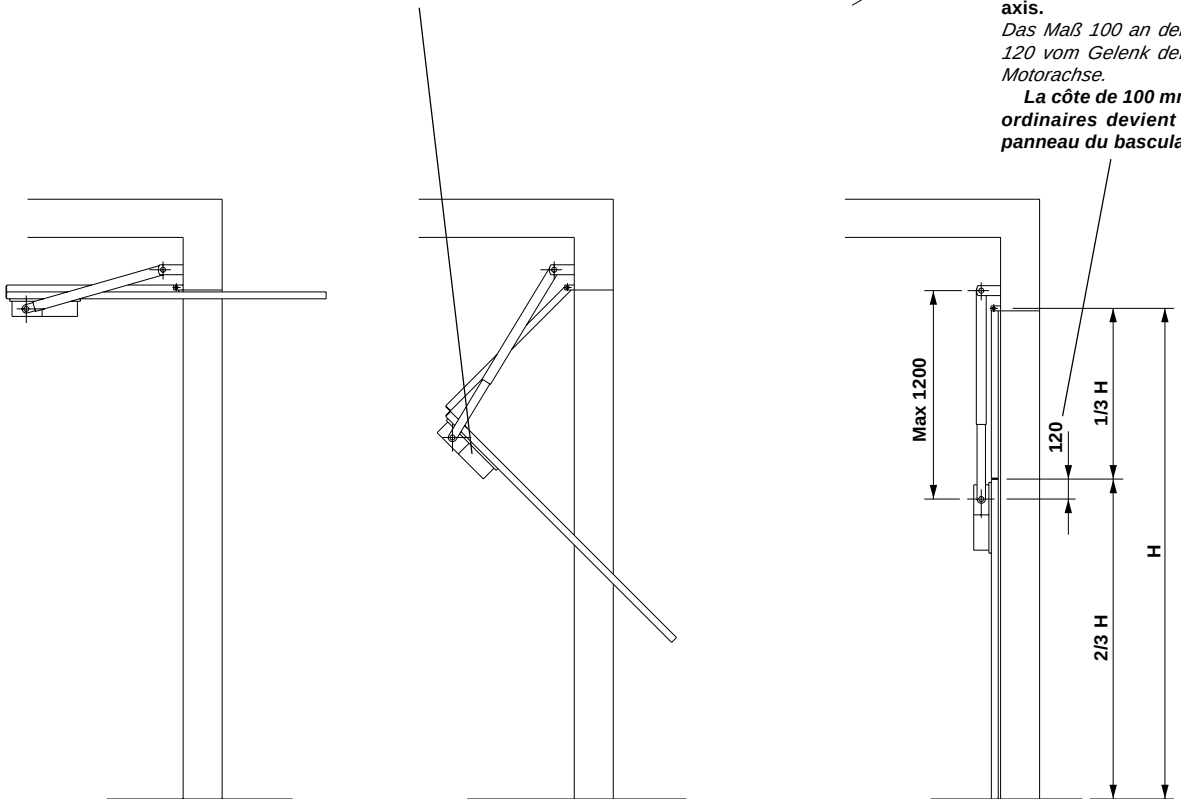

Fig.10
6.2 Porte basculanti snodate (fig. 10). Per l'installazione seguire il punto 5 integrato con le indicazioni di fig.10.
6.2 Articulated overhead doors (fig. 10.)
For the installation please follow point 5 and indications given in fig. 10.
6.2 Portes basculantes articulées (fig. 10)
Pour l'installation, suivre la description du paragraphe 5 en y ajoutant les indications de la figure 10.